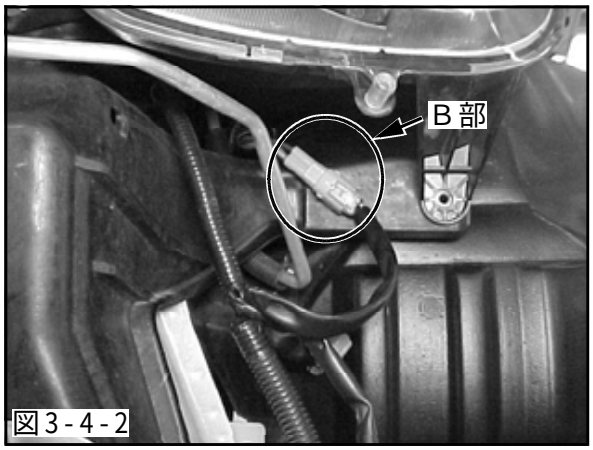

図3-4-2
(2)ライトのハーネスとオイルクーラコアの干渉を防ぐためハーネスを移動しますので、図3-4-2 B部にあるコネクタを車両から取外し、コネクタ部を切り離してください。(図3-4-2)